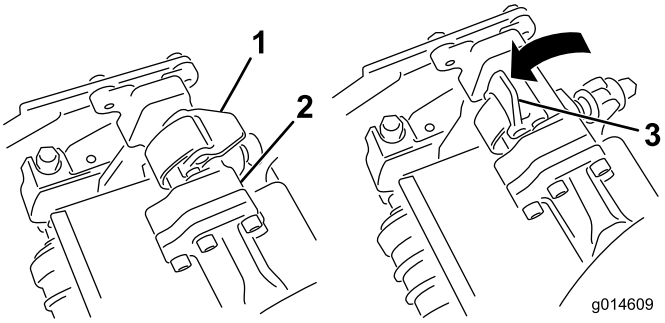
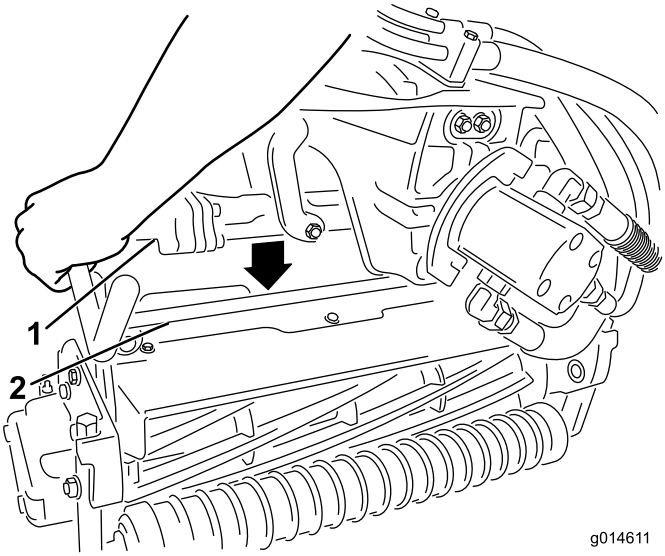

Figur 32
Figur 33
3. Låt spärrarna på upphängningsarmstången peka uppåt (dvs. de ska vara öppna) (Figur 32) och tryck upphängningsarmen nedåt så att stången passar över stången över ovansidan av klippenheten (Figur 33).
4. Fäll spärrarna nedåt och runt klippenhetsstången och lås dem på plats (Figur 32).
4. Öppna spärrarna på upphängningsarmstången på den klippenhet som du tar bort (Figur 32).